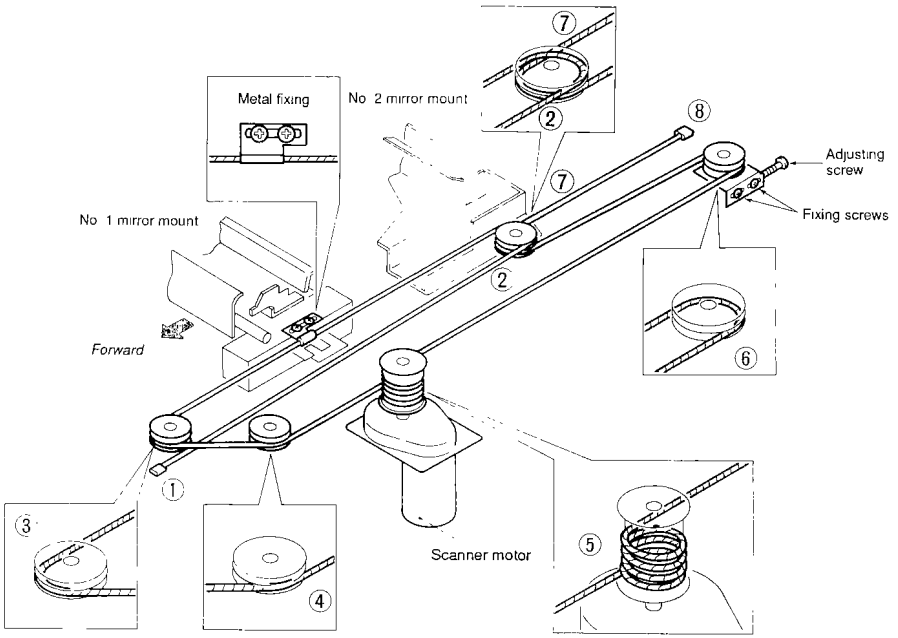

Figure 2-7
Move the No. 1 mirror mount toward the home position, and hook a spring gauge between ① and ② of the mirror drive cable (Figure 2-7); pull the gauge toward the front, and make adjustments so that the reading is 300 to 400 g when the cable is pulled 10 mm to the front.